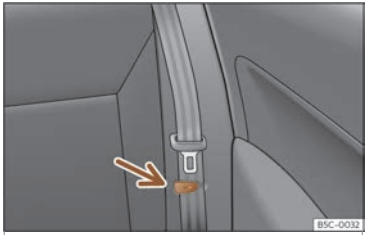

Fig. 109 Seient posterior:pinça per a subjectar el cinturó de seguretat.
- Poseu els cinturons de seguretat laterals a la pinça del revestiment››› **fig. 109**.